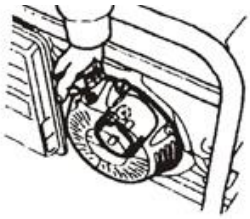

Рис. 50
8.6 Потягніть повільно пускову рукоятку, доки не відчуєте опір (Рис. 50).